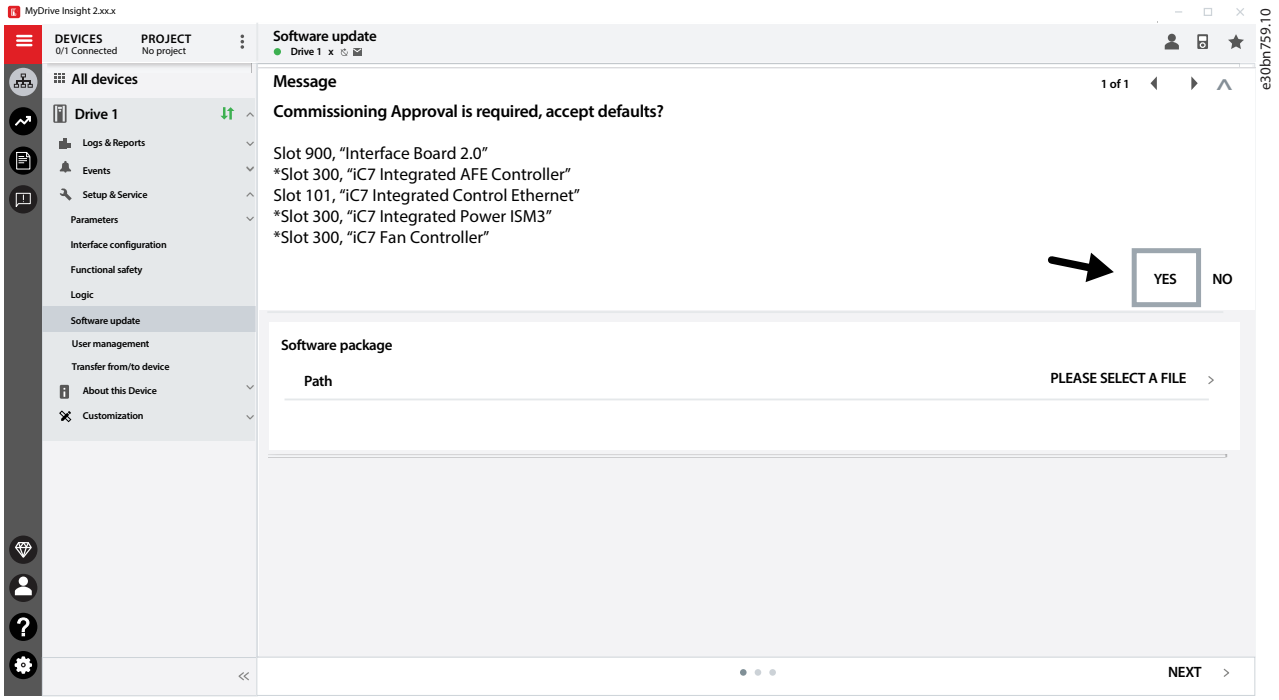

Figure 4: Commissioning Approval Required Message
15. After the drive restarts, wait until the message *"Commissioning: Approval is required"* appears again and click *Yes*. See Figure 4.